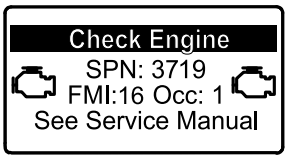

Figuur 31
- Als geparkeerde regeneratie nodig is verschijnt op het InfoCenter Motorwaarschuwing SPN 3719, FMI 16 (Figuur 31) en de computer van de motor vermindert het vermogen tot 85%.